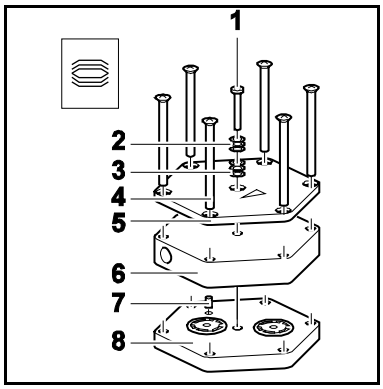

Abb. 24: Pumpenkopf montieren
2. Druckplatte (Abb. 24/**5**), Kopfdeckel (Abb. 24/**6**), Zwischenplatte (Abb. 24/**8**) und Membranaufnahme mit einem durchgehenden Filzstiftstrich markieren (bei zweiköpfigen Pumpen an beiden Pumpenköpfen). Dadurch wird verhindert, dass die Teile später falsch montiert werden.
6. Schraube/Schrauben (**1**) in der Mitte der Druckplatte (**5**) mit Tellerfedern (**2, 3**) einsetzen. Dabei auf die richtige Anordnung der Tellerfedern achten (siehe Abb. 24).